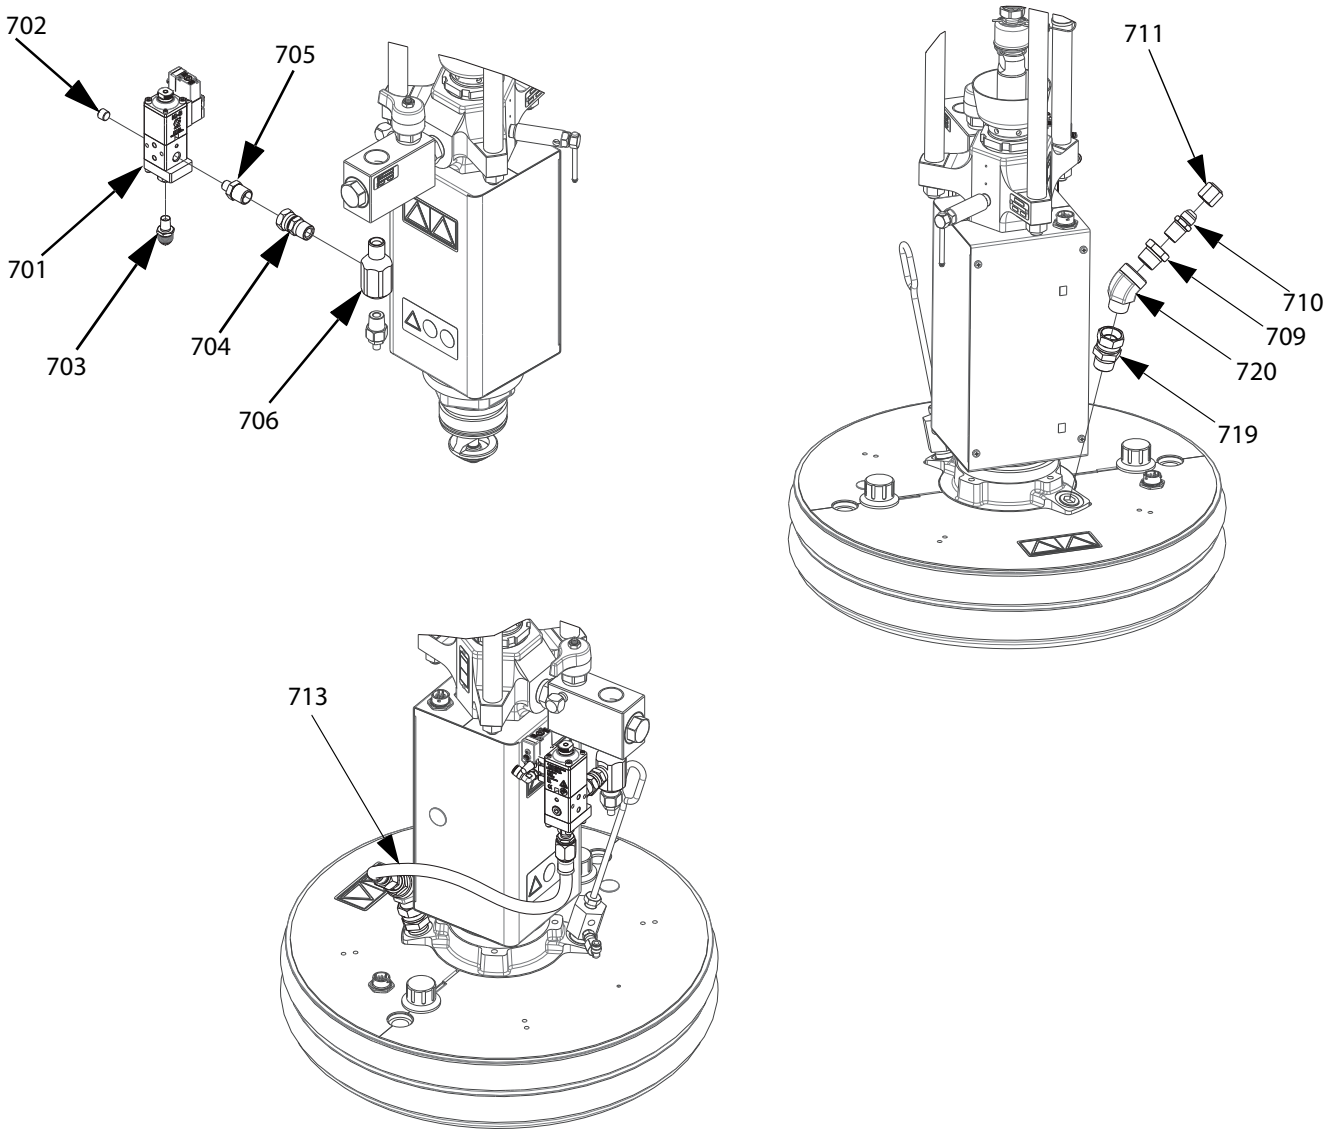

RYS. 55: Zestaw zaworu płyty dociskowej, uretan, 26B637
2. Odłączyć przetwornik ciśnienia od portu 5 na agregacie elektrycznym (AB).
3. Zdjąć złącze przetwornika ciśnienia (TF) i złącze, do którego jest ono przymocowane, z zaworu zwrotnego cieczy (AE).
4. Używając taśmy do gwintów, zainstalować złącze trójnikowe 1/2 NPT (706) w zaworze zwrotnym cieczy (AE), po czym zainstalować złącze przetwornika ciśnienia (TF) w dolnej części złącza trójnikowego 1/2 NPT (706).
5. Używając taśmy do gwintów, zainstalować złącze obrotowe 1/2 NPT (705) w złączu trójnikowym 1/2 NPT (706). Patrz RYS. 55.
6. Zainstalować zawór płyty dociskowej (701) na złączu obrotowym 1/2 NPT (706), używając do tego celu adaptera 1/4 NPT x 1/2 NPT (704), a następnie dokręcić.
7. Zainstalować wąż recyrkulacyjny (713) na zaworze płyty dociskowej (701) i dokręcić ten wąż.
8. Podłączyć przetwornik ciśnienia od portu 5 na agregacie elektrycznym (AB).